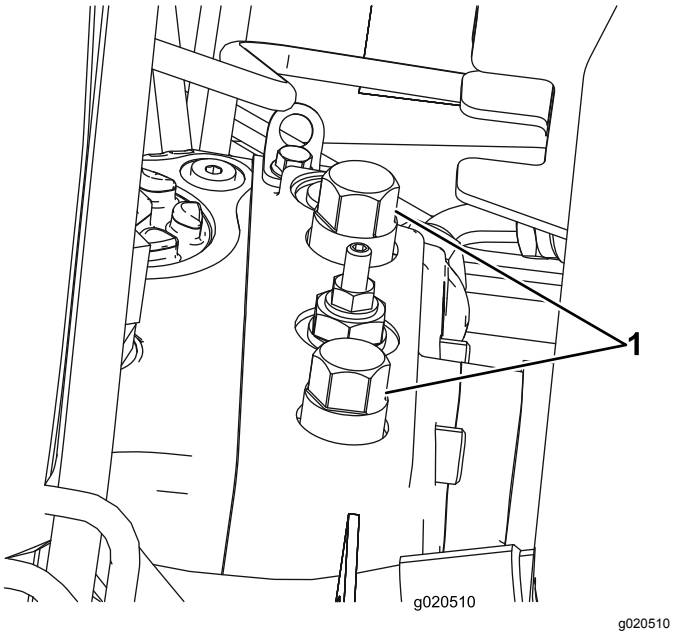

Figura 44
1. Levante el capó y localice las válvulas de desvío (Figura 44) en la parte superior de la bomba, detrás de la batería/cajas de almacenamiento.